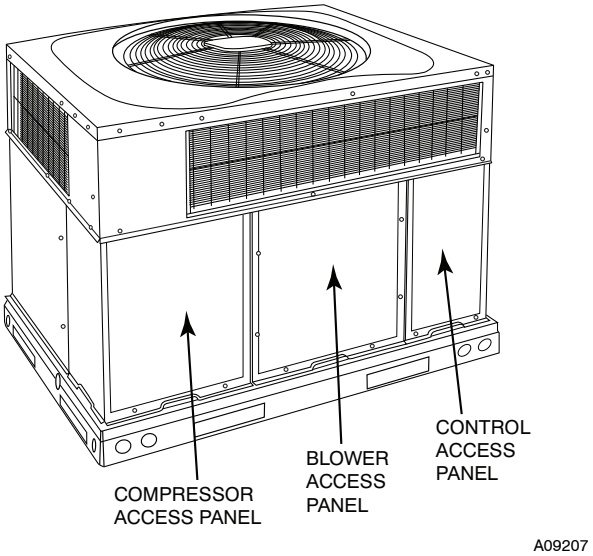

Fig. 19 - Unit Access Panels
When removing access panels (see Fig. 19) or performing maintenance functions inside your unit, be aware of sharp sheet metal parts and screws. Although special care is taken to reduce sharp edges to a minimum, be extremely careful when handling parts or reaching into the unit.
a. Remove blower access panel (see Fig. 19).
g. Reinstall blower access panel (see Fig. 19).
1. Remove control access panel (See Fig. 19).
Remove blower access panel (see Fig. 19). Limit switch is located on the fan partition.
3. Remove control access panel (See Fig. 19).
Remove access panels (see Fig. 19) to locate all the electrical controls and wiring. Check all electrical connections for tightness. Tighten all screw connections. If any discolored or burned connections are noticed, disassemble the connection, clean all the parts, re-strip the wire end and reassemble the connection properly and securely.
After inspecting the electrical controls and wiring, replace the access panels (see Fig. 19). Start the unit, and observe at least one complete heating cycle and one complete cooling cycle to ensure proper operation. If discrepancies are observed in any operating cycle, or if a suspected malfunction has occurred, check each electrical component with the proper electrical instrumentation. Refer to the unit wiring label when making these checkouts.